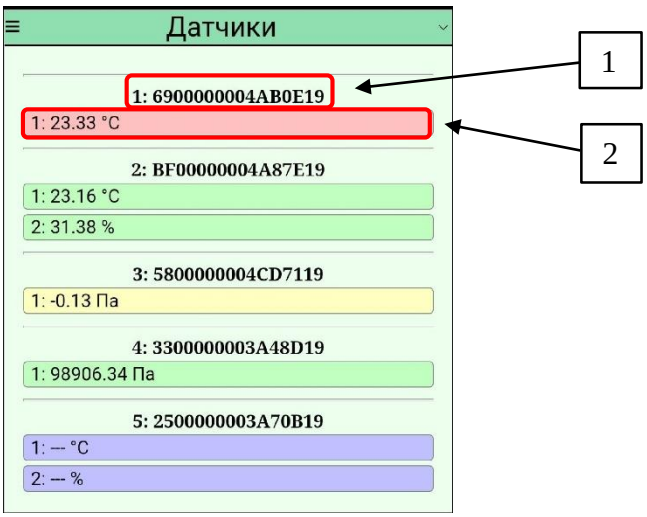

Рисунок 12 – Раздел меню «Датчики»
2.8.5.1 В разделе меню «Датчики» отображен список датчиков в порядке их отображения на дисплее прибора. В поле «1» (на рис. 12) указан порядковый номер в приборе и серийный номер датчика, в поле «2» (на рис. 12) указан порядковый номер канала датчика, его текущие показания и состояние.